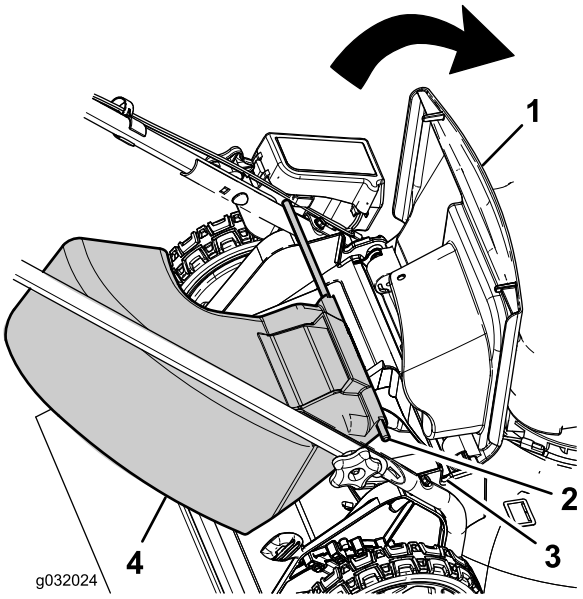

Rysunek 21
1. Unieś tylny deflektor (Rysunek 21).
2. Wsuń końcówki pręta tunelu wyrzutu w bok w wycięcia we wsporniku uchwytu (Rysunek 21).